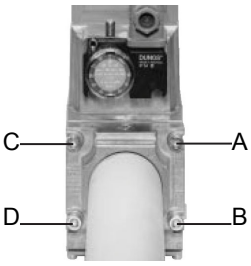
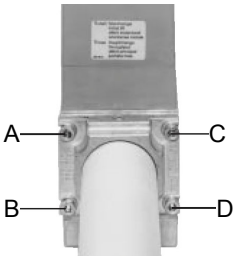

Fig. 9
Fig. 10
1. Allentare le viti A e B **non** svitare (Fig. 9 e Fig. 10).
2. Svitare le viti C e D (Fig. 9 e Fig. 10).